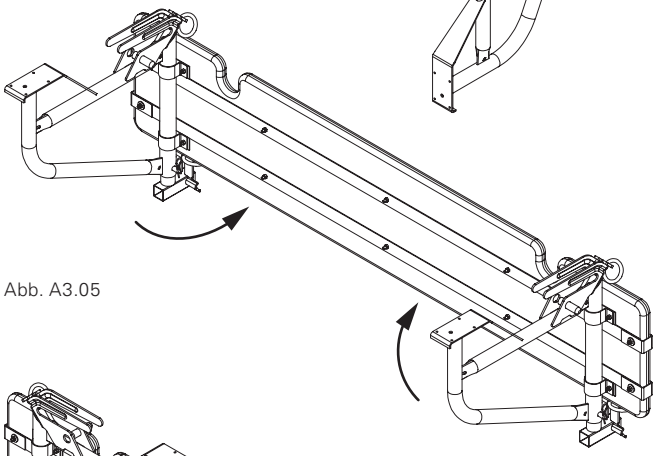

Abb. A3.05
3. Bühne mit zwei Personen nach vorne umlegen und Konsolen nach innen einklappen. (Abb. A3.05)